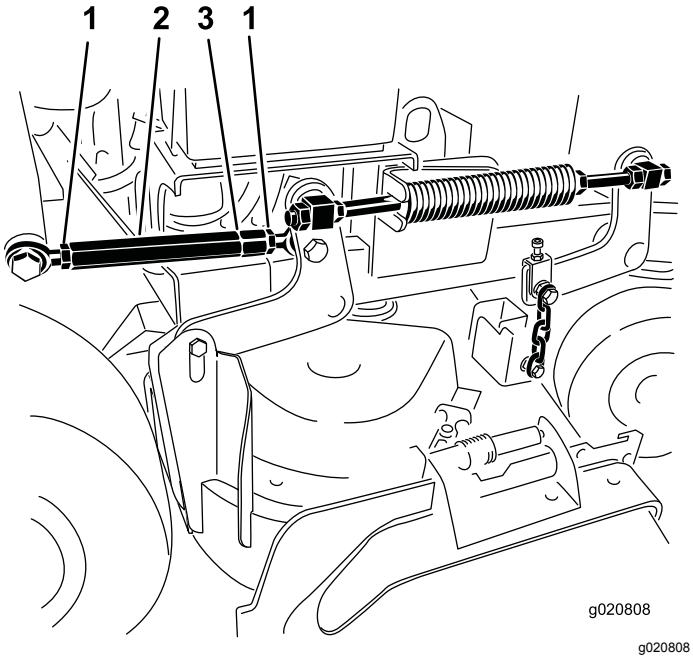

Figur 87
4. Løse låsemutrene i begge ender av spennmutteren (Figur 87).
Merk: Enden på spennmutteren med et kutt har venstregjenger (Figur 87).